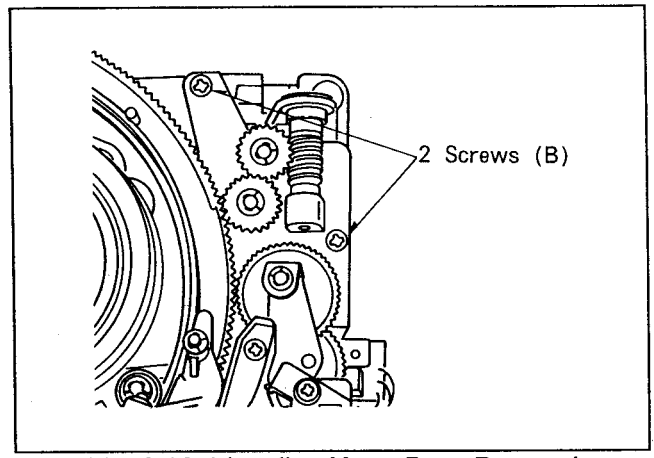

Fig. 6-16-4 Loading Motor Base Removal
2. Unscrew the 2 screws (B) and remove the Loading Motor Base Unit with the Loading Motor as shown in Figure 6-16-4.